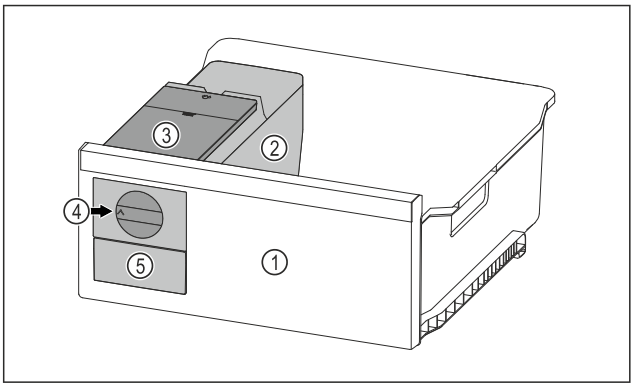

Fig. 97 Example illustration
▶ Turn the rotary knob *Fig. 97 (4)* clockwise as far as it will go.
▷ Ice cubes fall from the ice cube tray into the ice cube drawer *Fig. 97 (5)*.